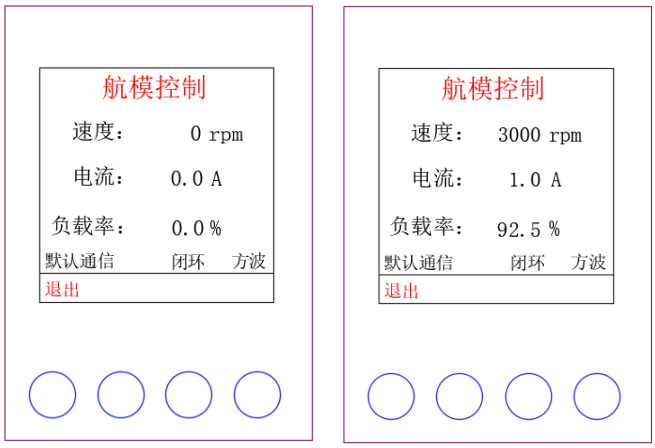

图 6.61 外部航模 PWM 闭环控制各界面
- 调节驱动器外部输入航模 PWM 脉宽大小，进行调速和方向控制。如**图 6.61**。